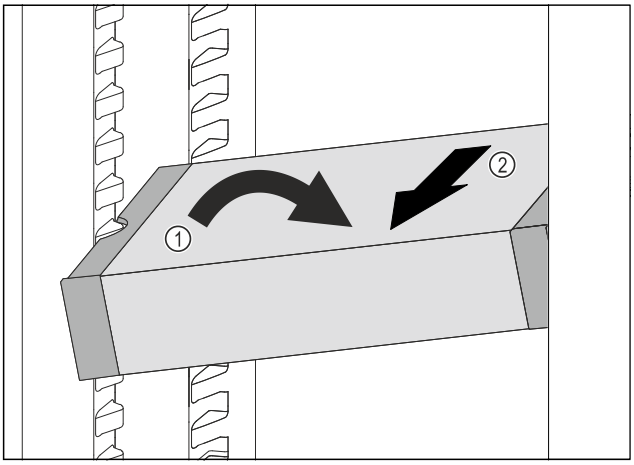

Fig. 139
▶ Set VarioSafe in refrigerator compartment at an angle. *Fig. 139 (1)*
▶ Take VarioSafe out to the front. *Fig. 139 (2)*